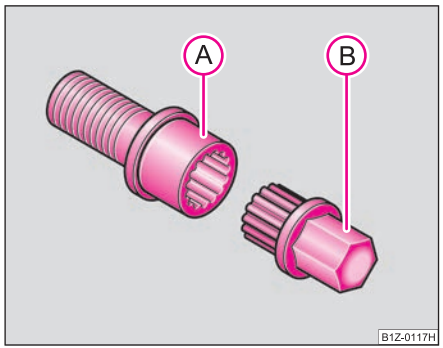

Fig. 198 Safety wheel bolt with adapter
– Insert the adapter (B) with its toothed side fully into the inner toothing of the safety wheel bolt (A) right down in such a way that only the outer hexagon is jutting out ⇒ fig. 198.
– Insert the wheel wrench fully onto the adapter (B).